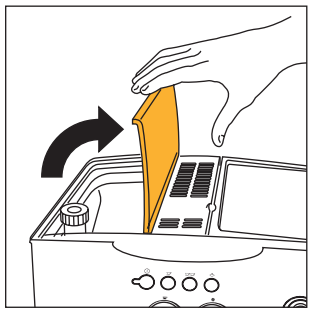

Abb.2
- Den Deckel des Kaffeebohnenbehälters öffnen (Abb. 2).